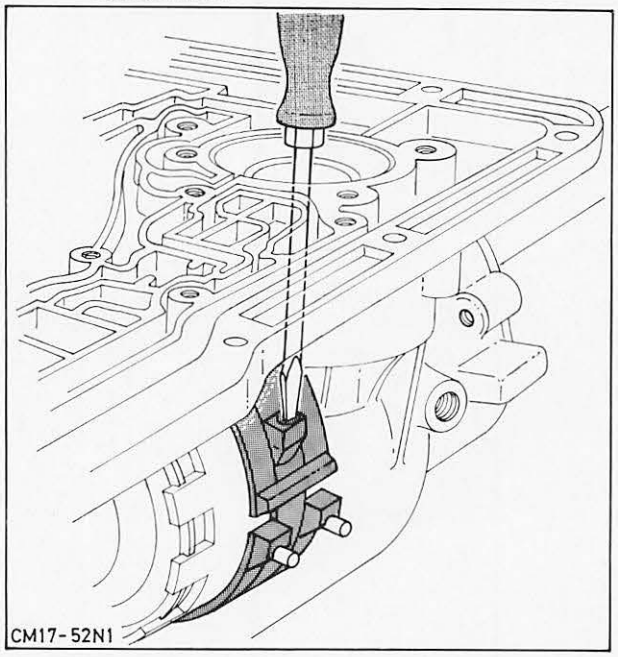

Abb. 87 Sitz des Bremsbandes mit einem Schraubenzieher durch die hintere Servo-Betätigungsbohrung prüfen
40. Hinteres Bremsband (mit den beiden Ausfräsungen auf die Gegenlagerzapfen) in das Gehäuse einlegen. Abb. 87.
Anschließend Bremsband mit einem Schraubenzieher durch die hintere Servo-Betätigungsbohrung auf korrekten Sitz überprüfen. Abb. 87.